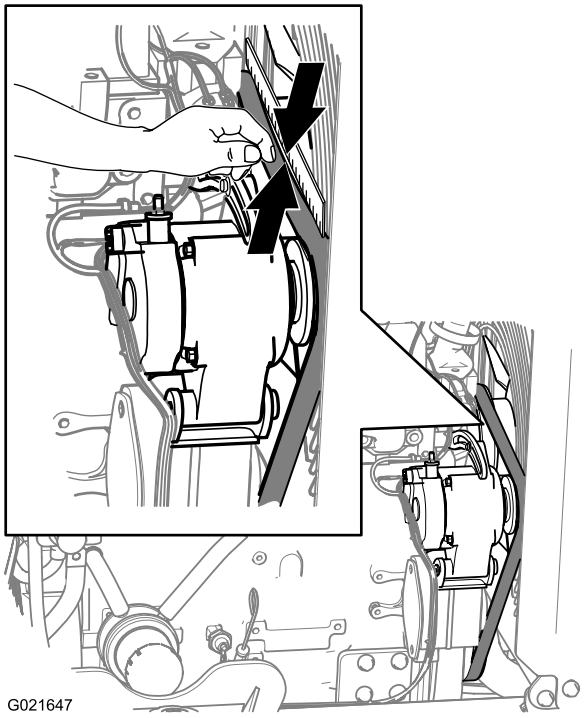

Figure 147
3. Vérifiez la courroie à la recherche de coupures, craquelures, fibres détachées, traces de graisse ou d'huile, vrillage ou signes d'usure anormale (Figure 147).
3. Alignez une règle par-dessus la courroie d'entraînement et en travers des poulies, comme montré à la Figure 147.
4. Appuyez sur la courroie à mi-chemin entre la poulie de ventilateur et la poulie d'alternateur, comme montré à la Figure 147.